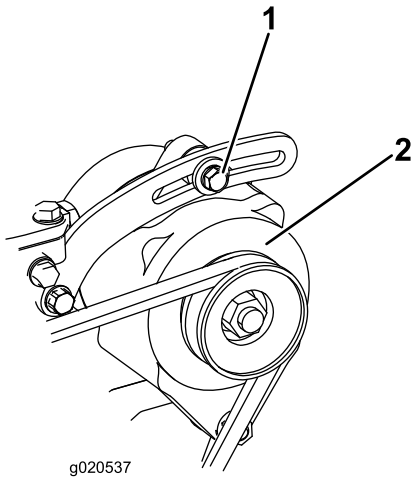

Figur 87
1. Om nedböjningen inte är 10 mm lossar du generatorns fästbultar (Figur 87).